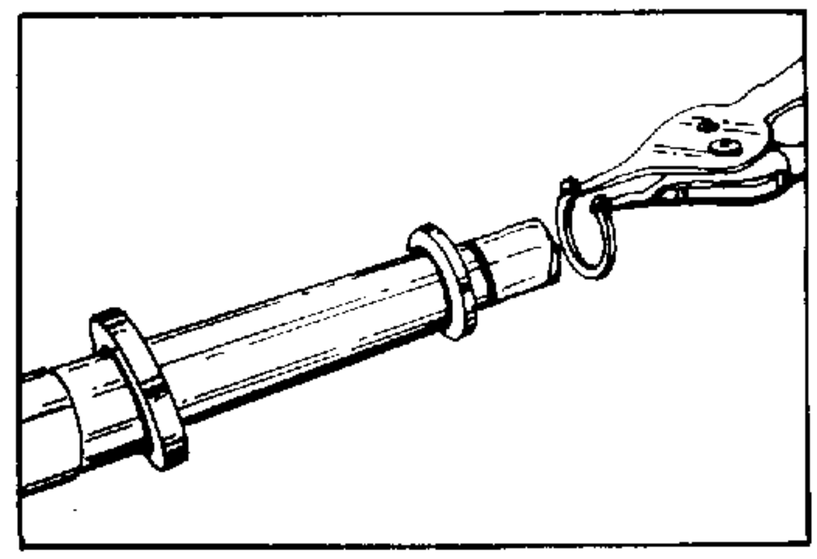

FIGURE 37.
remove retaining ring 46. Using appropriate external retaining ring pliers, remove the retaining ring (34) from the input shaft/wheel tube (33). See figure 37. Discard, if deformed or broken.